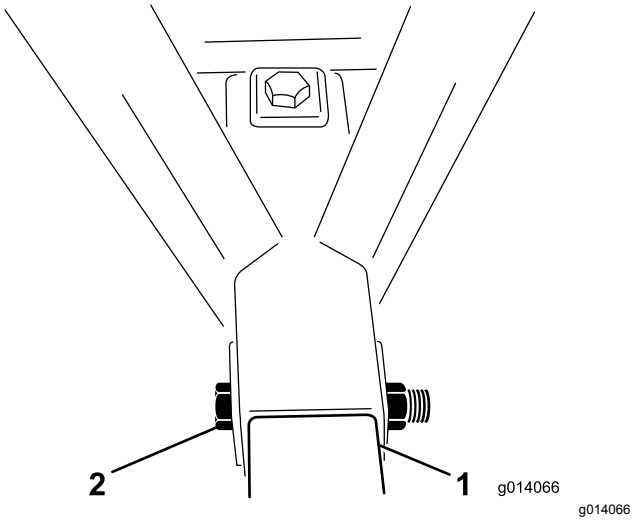

Figur 4
5. Placer en bolt (1" x 6½") gennem stellet og bugsertrækkets rør, og fastgør den med en låsemøtrik (Figur 4). Tilspænd låsemøtrikken til 976 til 1193 N·m.
6. Placer en bolt (1" x 6½") gennem den øverste del af stellet og ned gennem bugsertrækkets rør, og fastgør den med en låsemøtrik (Figur 4). Tilspænd låsemøtrikken til 976 til 1193 N·m.